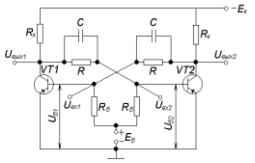

Рис. 1.19
19. Показать по схеме симметричного триггера с внешним источником смещения (рис.1.19) путь прохождения тока при открытом состоянии транзистора VT2. Начертить временную диаграмму $U_{к1}(t)$.